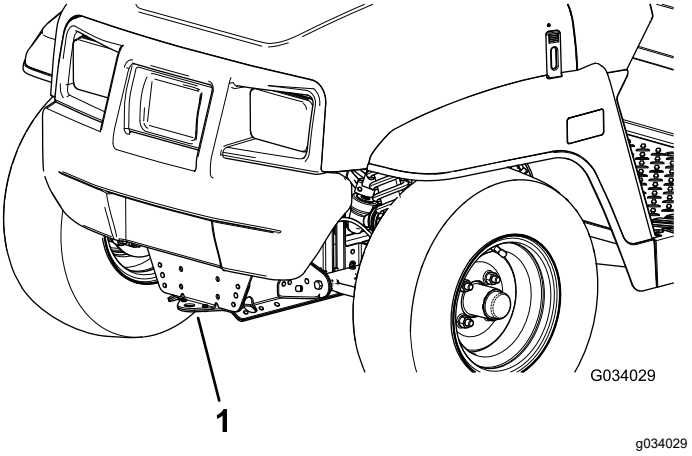
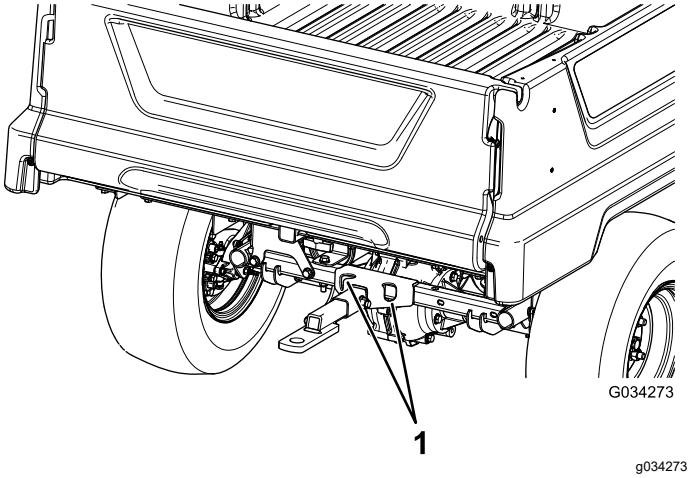

Figura 20
Figura 21
Utilize um atrelado com rampas de largura completa para mover a máquina numa longa distância. Verifique se a máquina se encontra bem presa ao atrelado. Consulte Figura 20 e Figura 21 para localizar os pontos de fixação da máquina.
2. Ate um cabo de reboque ao garfo, na parte dianteira do chassis da máquina (Figura 20).